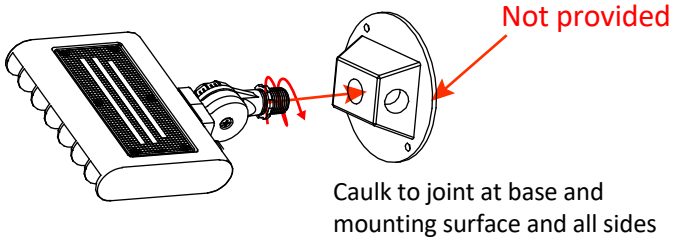

Fig.1
1. Take the lamp out of the box and screw it into the mounting base. See Fig.1.